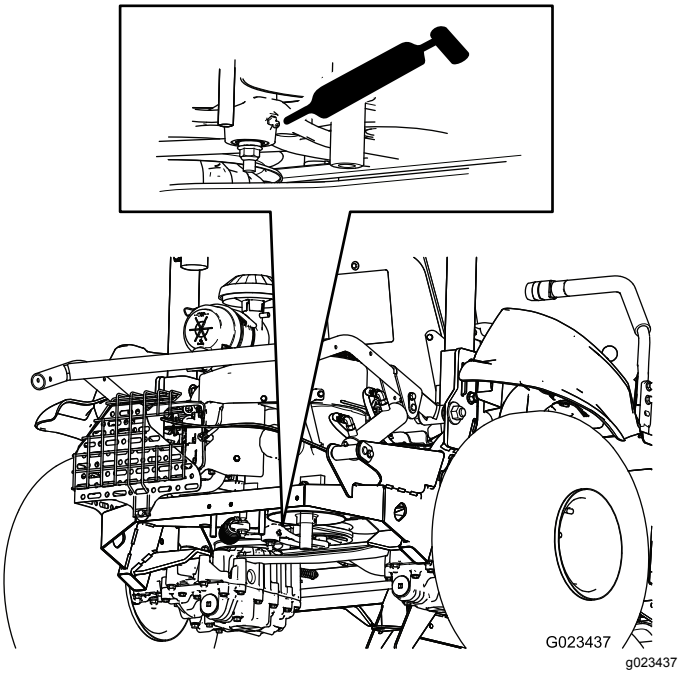

Рисунок 35
- Натяжитель ремня (1 шт.)—Рисунок 35